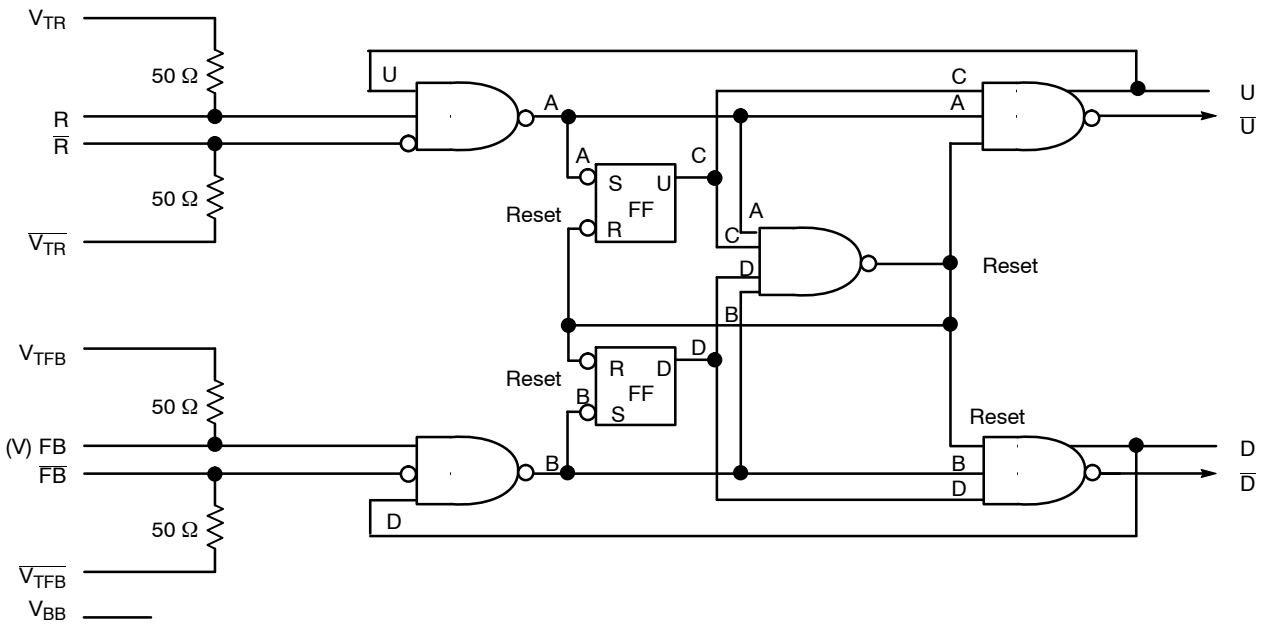

Figure 2. Logic Diagram
When Reference (R) and Feedback (FB) inputs are 80 ps or less in phase difference, the Phase Lock Detect pin will indicate lock by a high state (V_{OH}). The V_{TX} (V_{TR}, $\overline{V_{TR}}$, V_{TFB}, $\overline{V_{TFB}}$) pins offer an internal termination network for 50 Ω line impedance environment shown in Figure 2. An external sinking supply of V_{CC}−2 V is required on V_{TX} pin(s). If you short the two differential pins V_{TR} and $\overline{V_{TR}}$ (or V_{TFB} and $\overline{V_{TFB}}$) together, you provide a 100 Ω termination resistance. For more information on termination of logic devices, see AND8020.